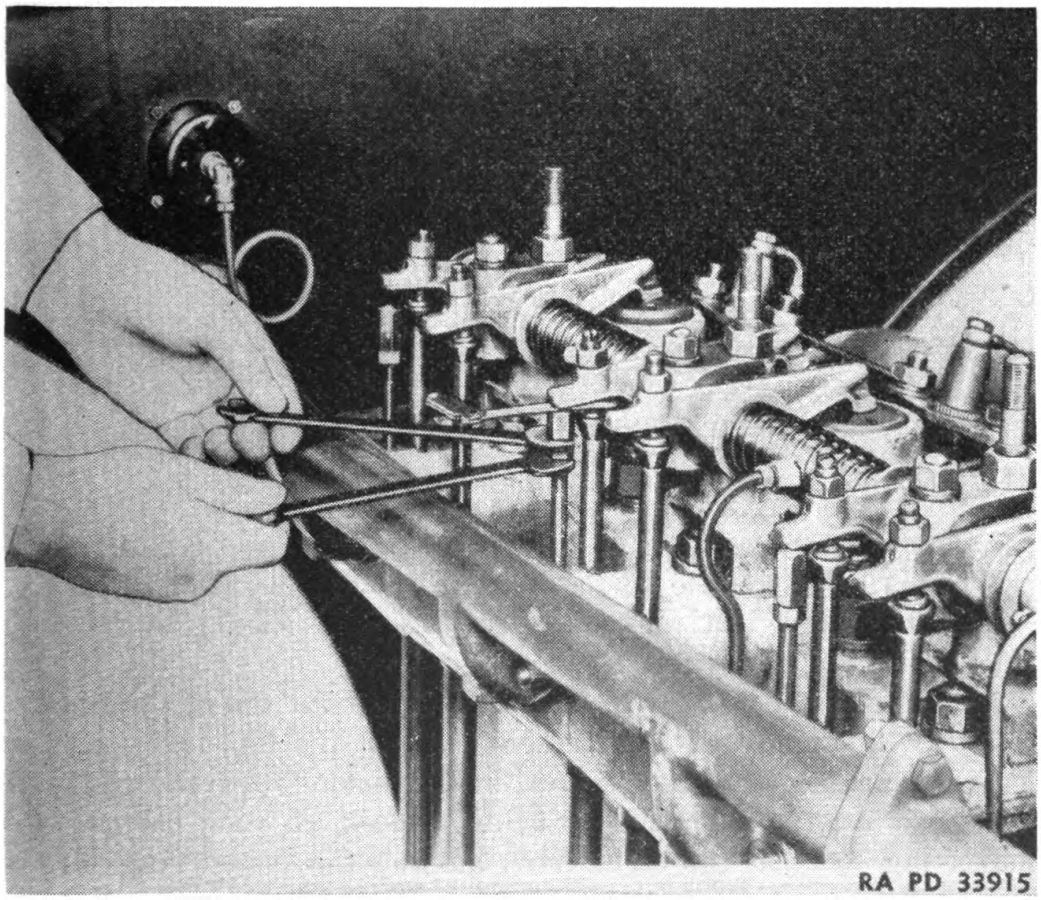

FIGURE 26.—Compression release adjustment.
(3) Loosen valve adjusting screw nut on valve rocker.
(4) Turn screw to obtain correct clearance between the top of the valve sleeve and the end of the valve rocker.
(5) Set this clearance for the exhaust and inlet valves at .012 inch.
(6) Recheck adjustment after adjusting screw nut is tightened.
g. Compression release adjustment.—After adjusting the exhaust valve clearance and while the release lever is still in the "run" position, check clearance between the upper end of compression release push rod (fig. 26) and the tail of the valve rocker. This clearance should be .025 inch to .030 inch. To adjust the compression release, loosen lock nut on compression release push rod and turn adjusting nut until the correct clearance is obtained. Recheck adjustment after lock nut is tightened. Check this clearance every time the exhaust valve clearance is changed or checked.